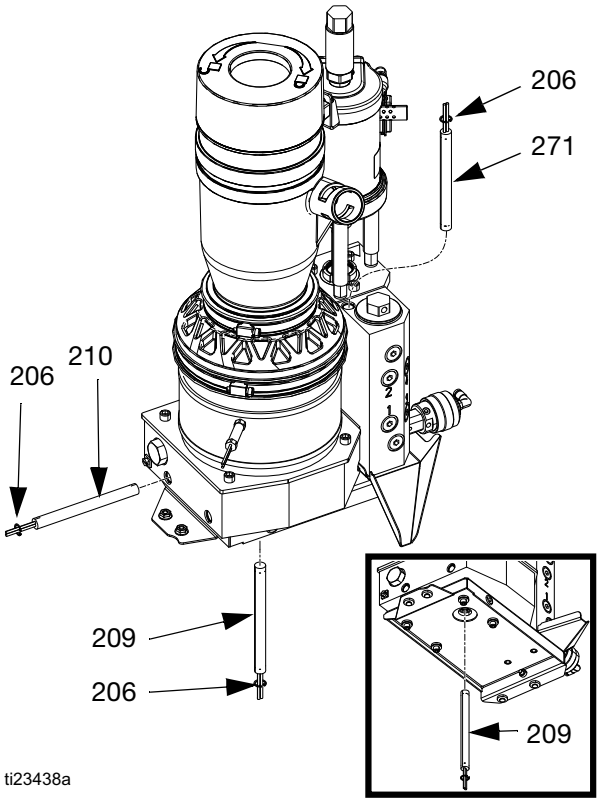

**FIG. 42**
### Disassembly (see FIG. 42):
### Reassembly (see FIG. 42):
2. Install heater rod then install heater rod retaining ring (206). See FIG. 42.